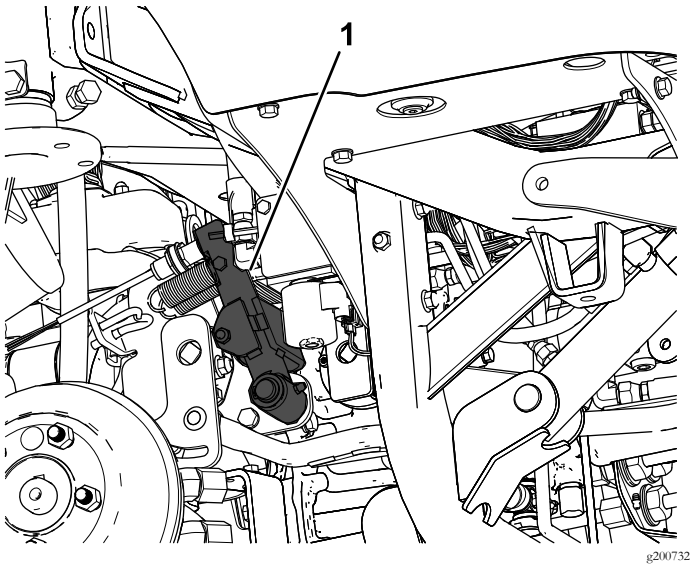
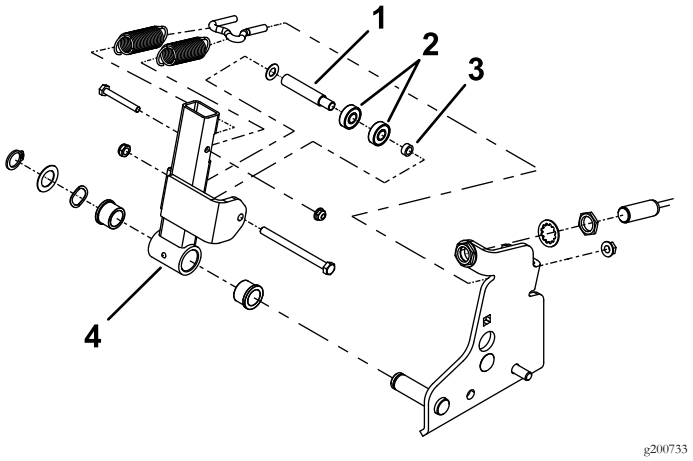

Figure 1
Figure 2
5. Locate and remove the existing neutral-arm assembly (Figure 1 and Figure 2).
8. Install the neutral-arm assembly into the machine (Figure 2).